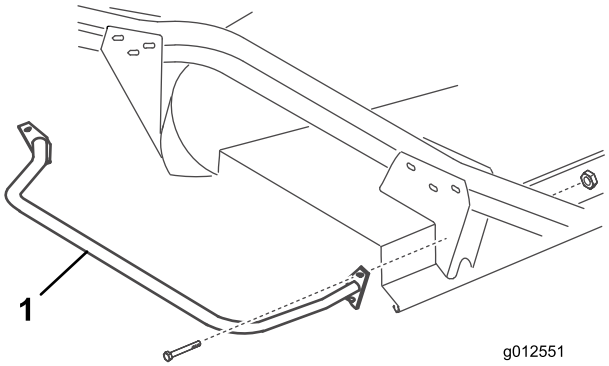

Figura 23
2. Sujete el orificio de montaje superior de la chapa de montaje delantera del tope en el soporte del brazo de la rueda giratoria con un perno (5/16 -18 x 3") y una contratuerca (Figura 23).